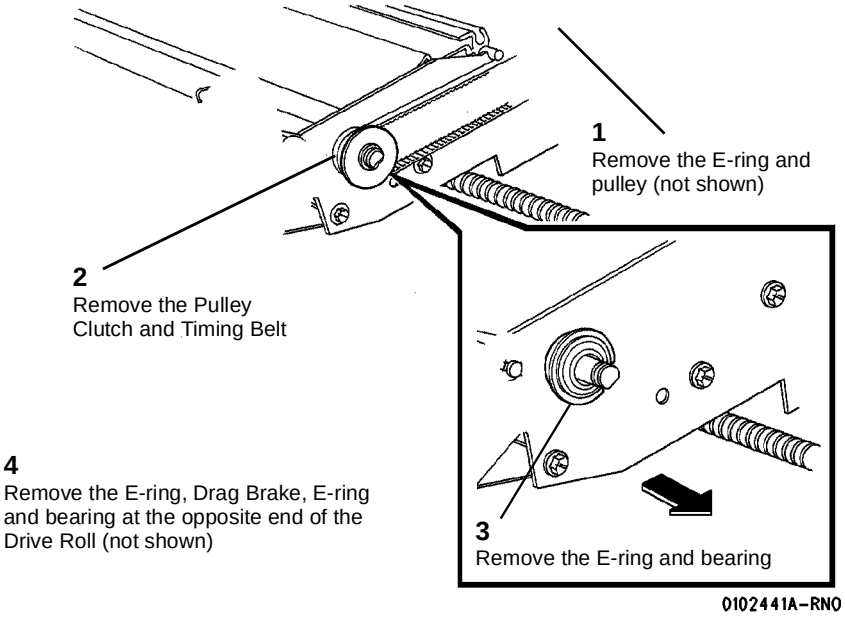

**Figure 1 Removing the Bearings**
6. (Figure 1): Remove the Timing Belt and the bearings.